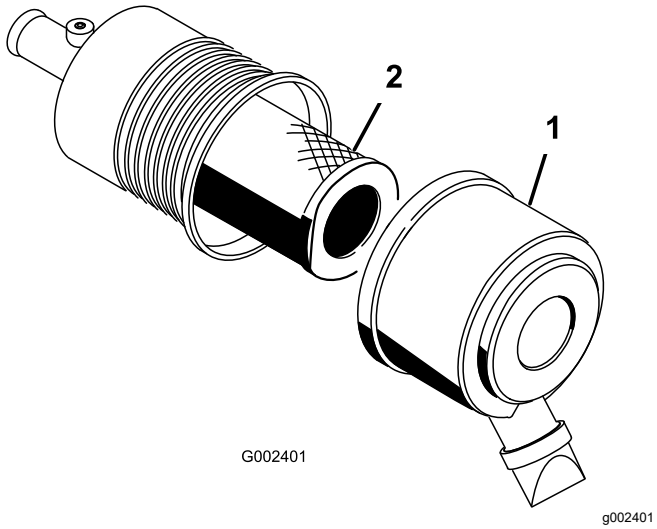

**Figuur 55**
1. Maak de sluitingen los waarmee het deksel van het luchtfilter is bevestigd aan het luchtfilterhuis (Figuur 55).
2. Verwijder het deksel van het luchtfilterhuis (Figuur 55).
4. Verwijder en vervang het filter (Figuur 55).